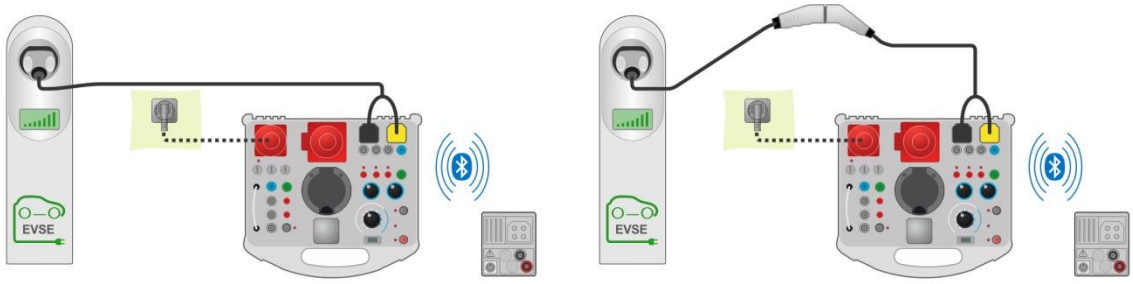
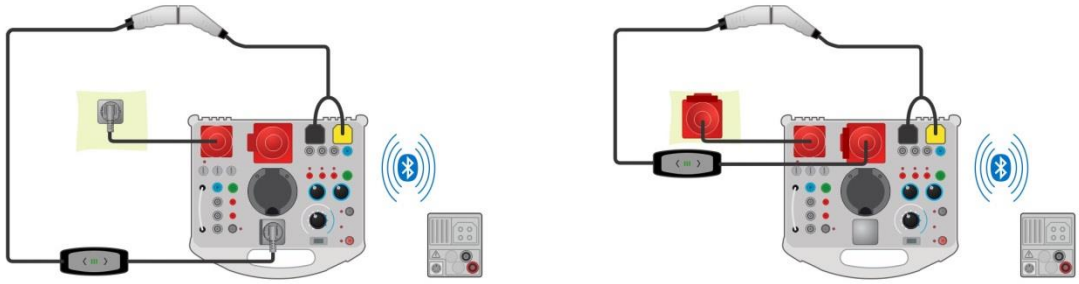
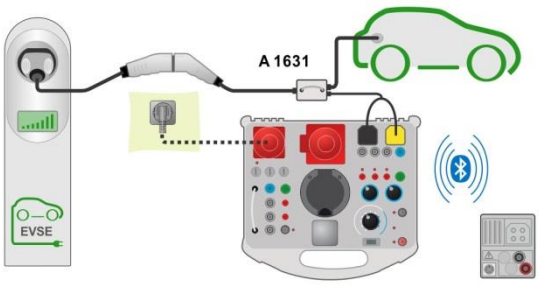

Figure 7.118: Diagnostic Test, EV simulator and Errors sub-tests - connection to EVSE
Figure 7.119: Diagnostic Test, EV simulator and Errors sub-tests - connection to Mode 2 charging cable powered from Analyser
Figure 7.120: Diagnostic Test (EVSE) - Monitor sub-test - connection to EVSE or charging cable
- Pair and connect MI 3152(H) with A 1632 eMobility Analyser instrument via Bluetooth communication. See chapter ***4.6.5.1 Configuration of measuring adapters***.
- Check Bluetooth communication active sign if A 1632 eMobility Analyser is connected to MI 3152(H) instrument via Bluetooth communication.
- Connect the charging cable / station to A 1632 eMobility Analyser adapter. See ***Figure 7.118***, ***Figure 7.119*** and ***Figure 7.120***.